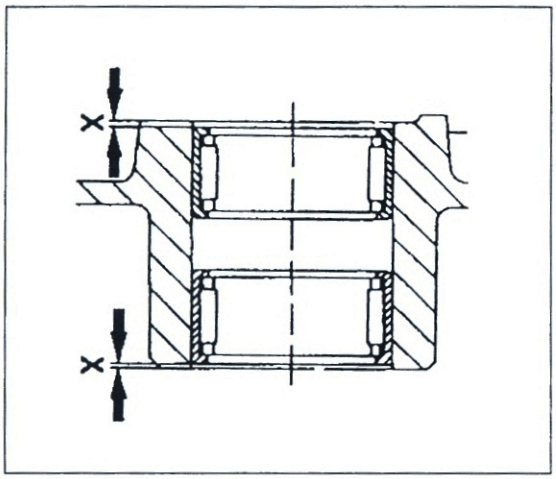

Bild 184
- Nadellager mit gleichen Randabständen x Bild 184 mit genau passenden Dorn (Durchmesser 21 mm mit Führungszapfen Durchmesser 15,95 mm) zentrisch einschlagen.